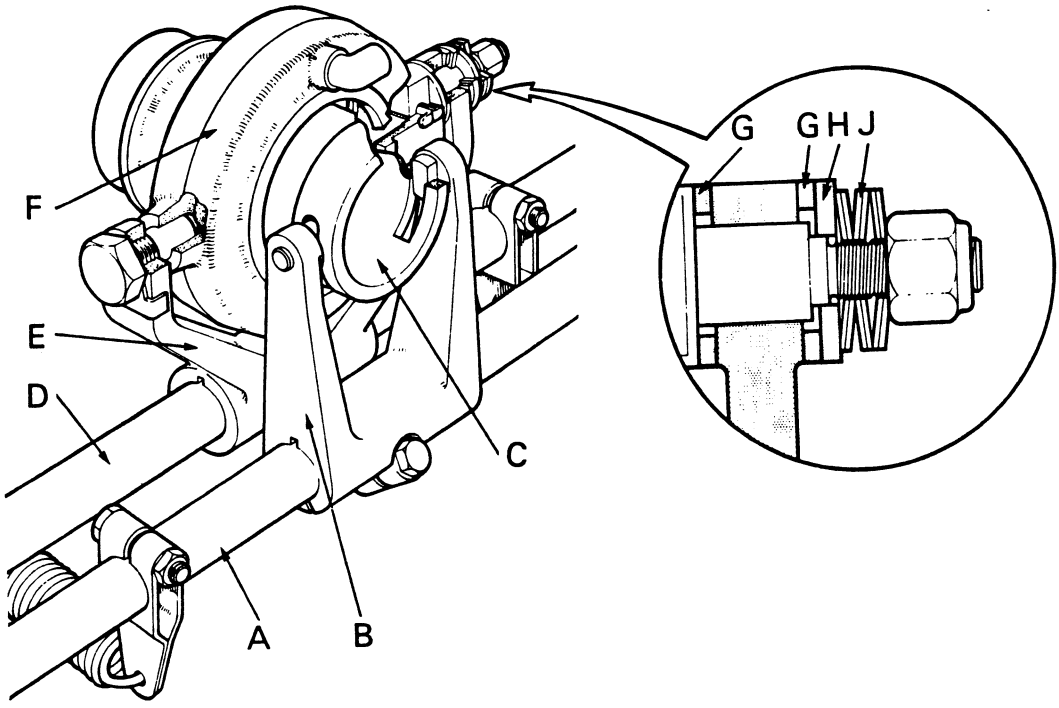

Figure 41. CLUTCH RELEASE MECHANISM — 1200 TRACTORS
(57·1 mm) long and the additional length of thread will allow six Belleville washers to be fitted in place of a single washer fitted on earlier, shorter, pin. (Fig. 41.) Fit tabwasher (626399) on left-hand pivot pin.
Connect PTO release bearing carrier to its fork, fitting six Belleville washers, plain washer and two friction washers as shown in Fig. 41. Tighten the Nyloc nut to compress Belleville washers then unscrew a half-turn.
2. If the PTO clutch fork pivot is the early type with only one Belleville washer, fit the latest type pin (925323) and six Belleville washers (626723) as shown in Fig. 41. Tighten the Nyloc nut until the Belleville washers are fully compressed then unscrew half-a-turn. Fit the latest type tabwasher (626399) on the left-hand pivot pin.